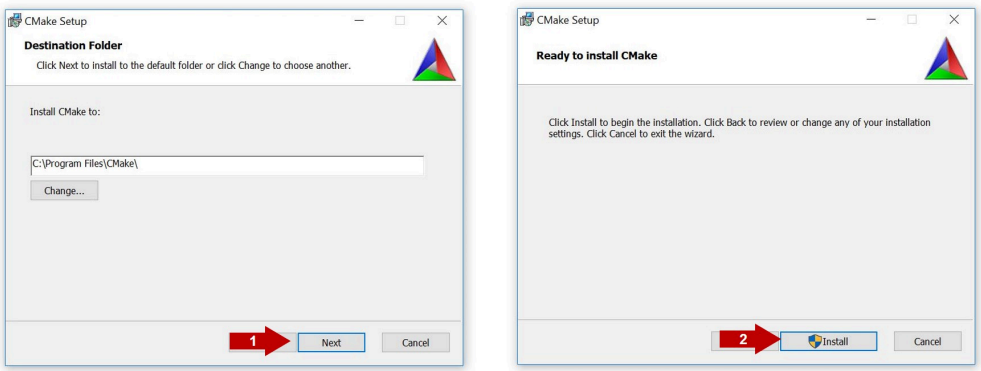

Figure 77. Install CMake
7. Select a destination folder, (1) click ***Next*** and then (2) click ***Install*** as shown in Figure 77: